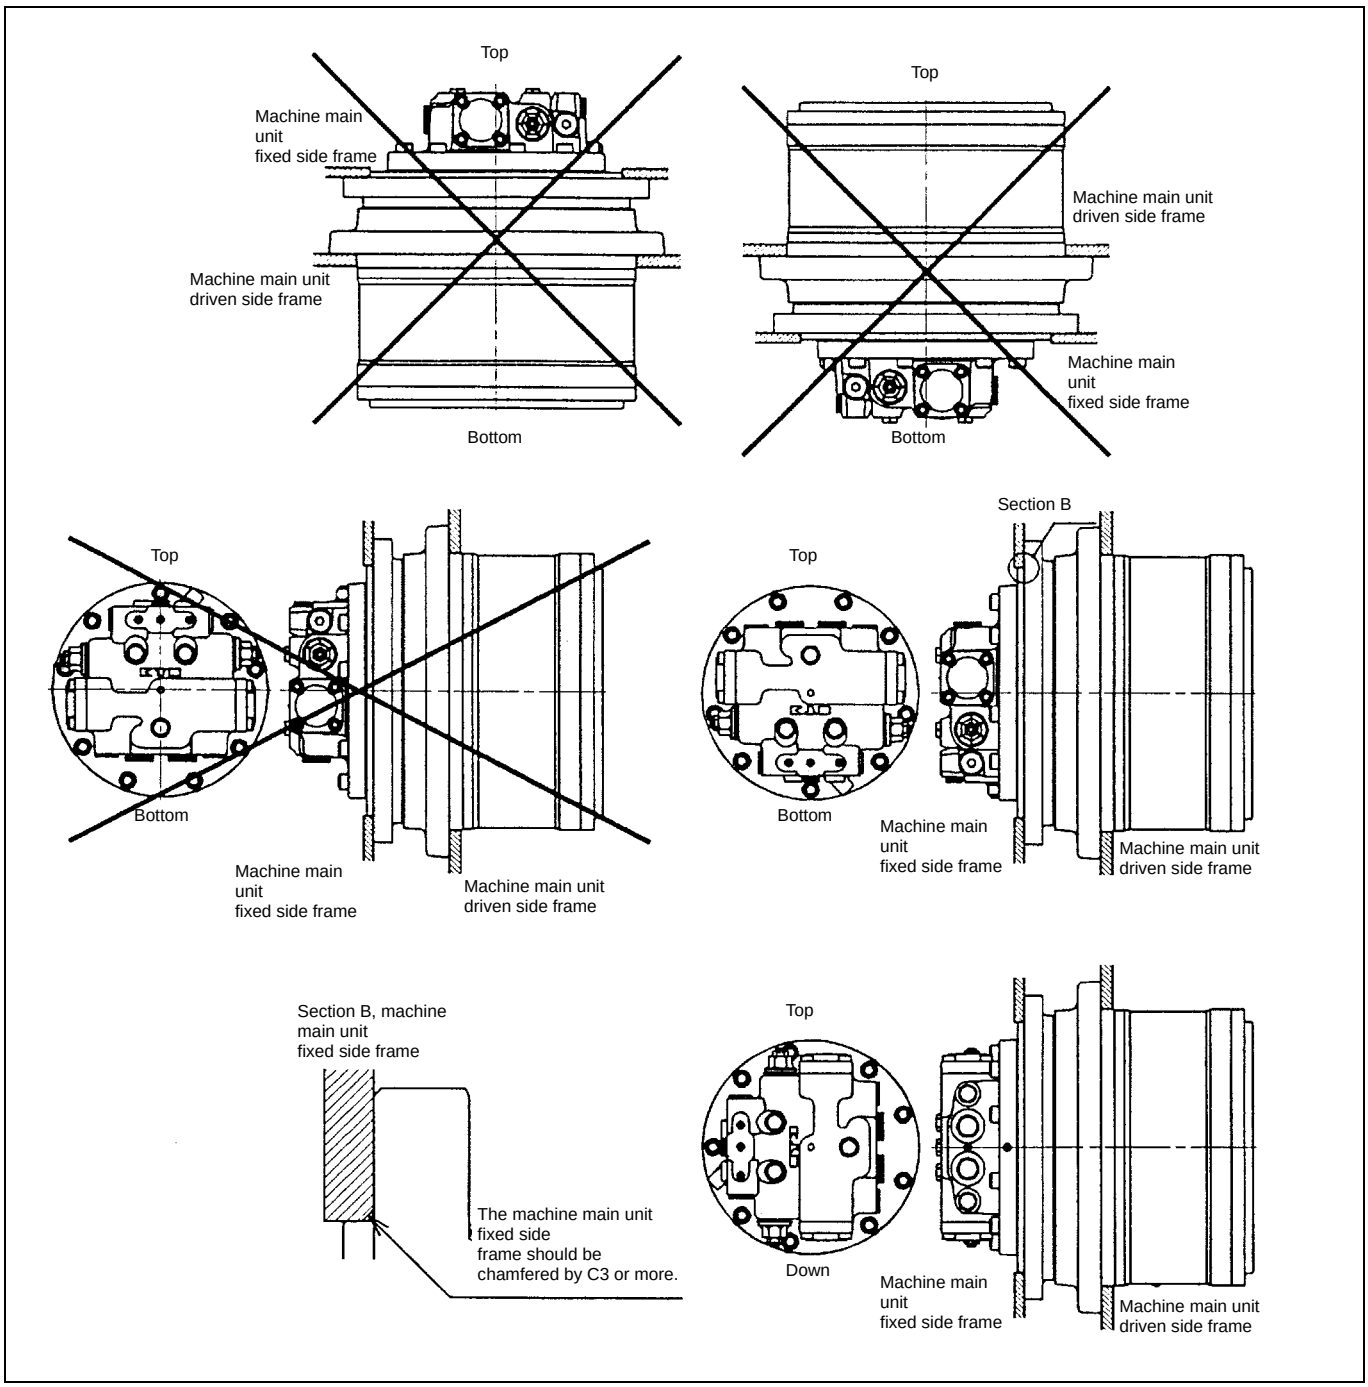

Figure 24. Installation to the machine main unit and the orientation of the motor pipe ports.
When installing the motor to the machine main unit, make sure that the pipe ports of the motor are in the correct orientation as shown Figure 24. Do not install the motor vertically to the ground.
2. Reduction gear Clean the alignment surfaces of the reduction gear (see Figure 24) and check for oil leak.	If there is oil leaking from the cover, remove the cover and apply liquid packing again by following the maintenance procedures. If there is oil leaking from the other parts, check the tightening for the parts. If the tightening is not enough, tighten them to the specified torque. If they are tightened enough, replace the seal. Check the amount of the lubricating oil in the reduction gear.